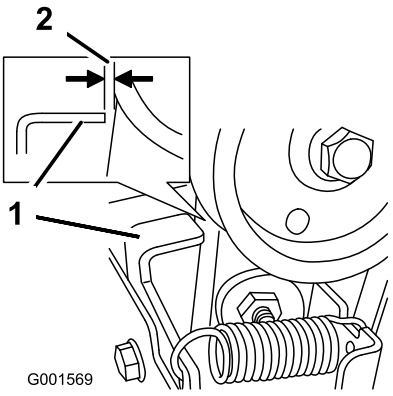

Figur 37
3. Når snegle-/rotorgrebet er udkoblet, skal du sørge for, at mellemrummet mellem sneglens koblingsenhed og tappen er 1,5 mm (Figur 37).